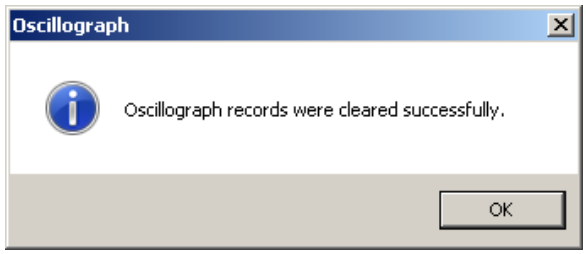

Figure 2-12 Clear Oscillograph Record Confirmation Screen
3. Select **Yes**. TapTalk will display a confirmation dialog screen (Figure 2-12).